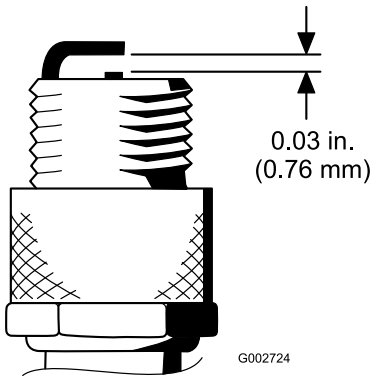

Figuur 44
4. Zorg ervoor dat de elektrodenafstand tussen de centrale elektrode en de massa-elektrode 0,76 mm bedraagt (Figuur 44).